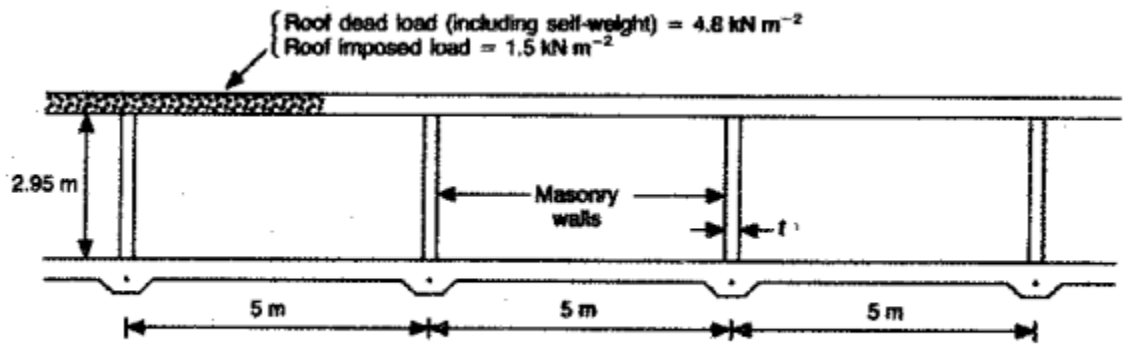

Figure 3
**Q6. Design the single leaf load-bearing wall shown in Figure 3 using mortar designation (iii) and either standard format bricks length 390mm, height 190mm and thickness 100mm. Assume the masonry units conform to Category I and the construction control category is 'normal'. Assume that:**